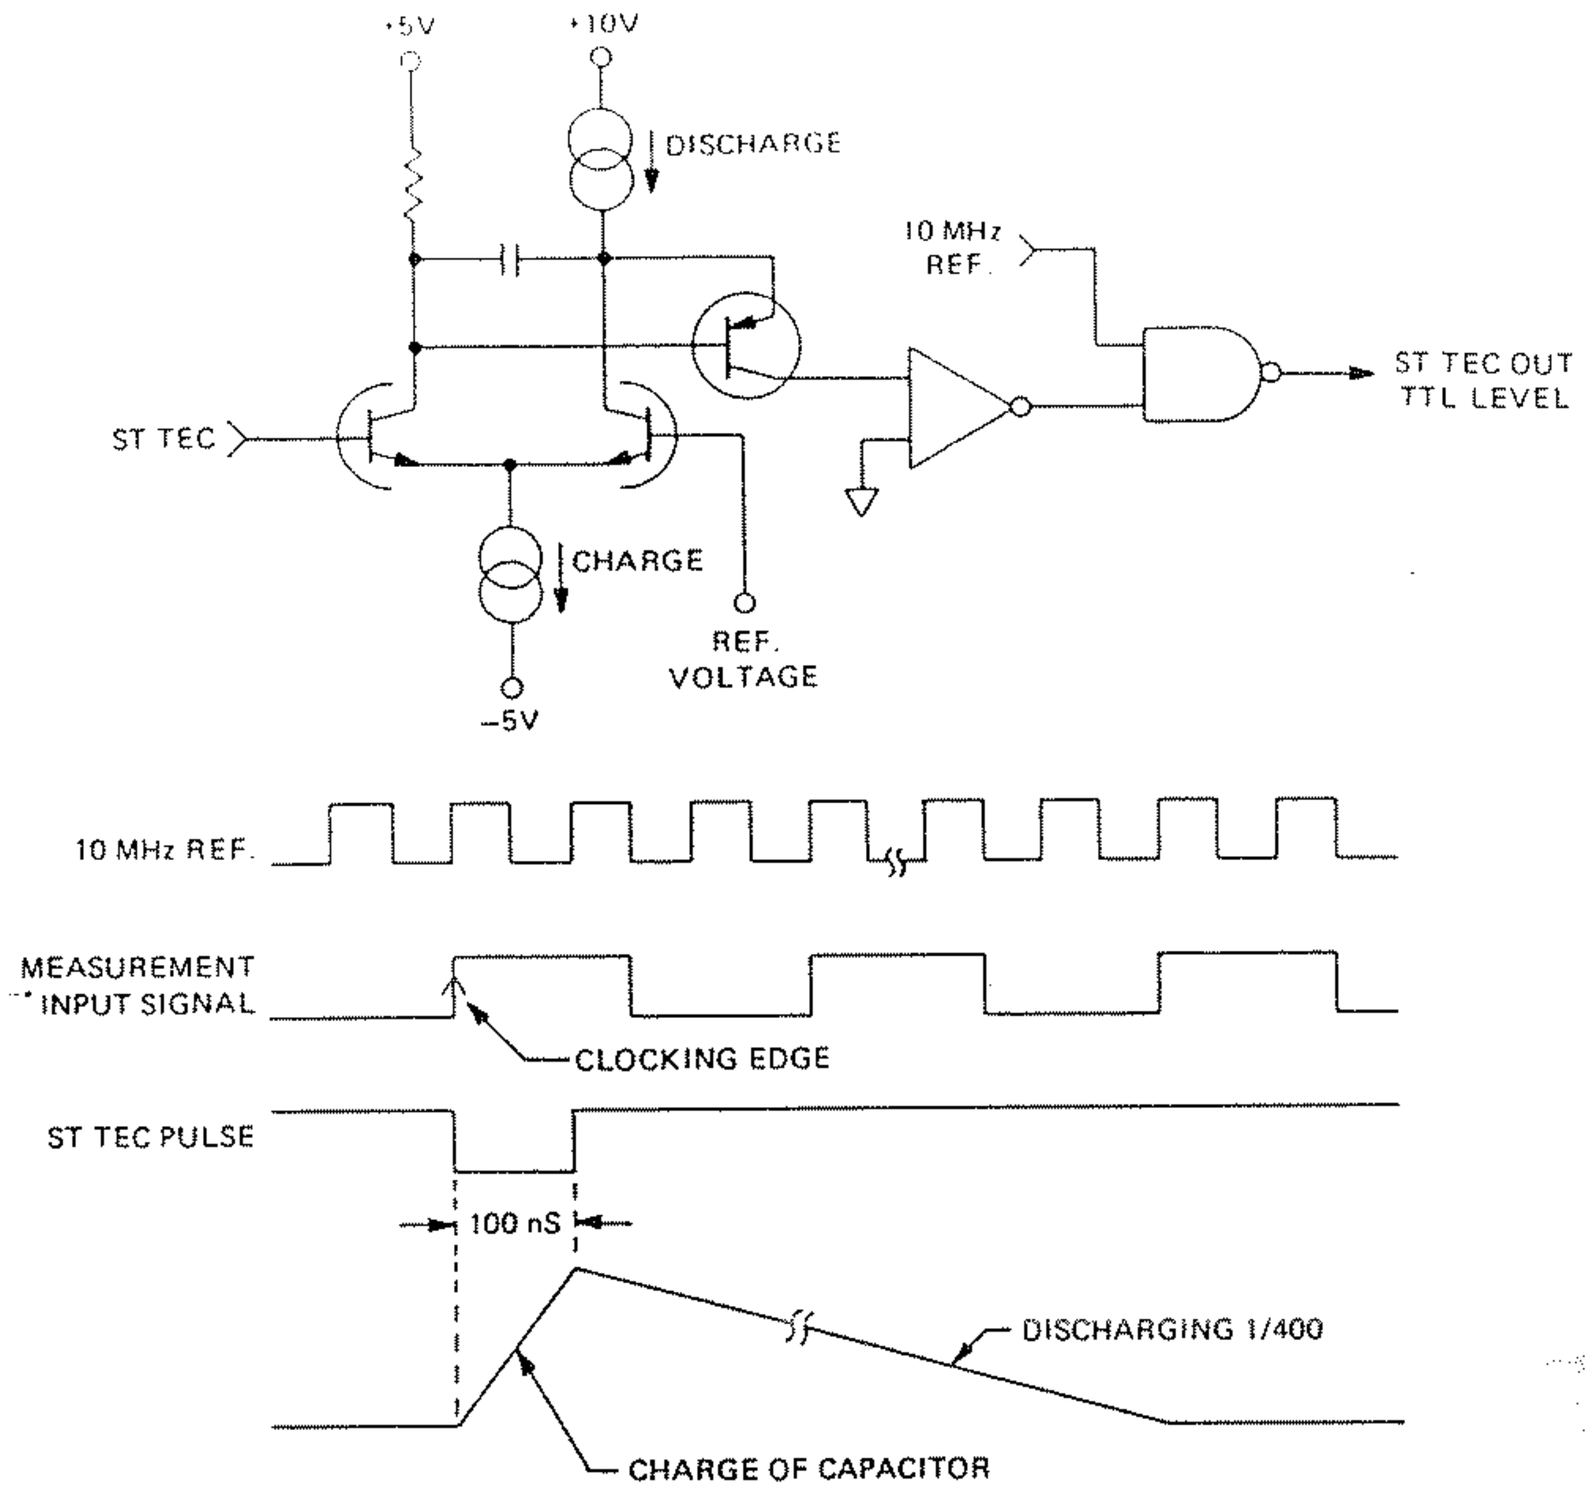

Figure 5.11 - Simplified Diagram of the TEC Interpolator
5.3.4.4.8 The ST TEC and SP TEC signals from U6 to U10 are both ECL low-going pulses. Each lasts from 100 to 200 nanoseconds. This pulse width represents the time difference (an error factor) between the clocking edge of the input signal and the 10 MHz reference signal. Refer to Figure 5.11.
5.3.4.4.9 U10 uses the ST TEC and SP TEC pulses in a dual-slope integration scheme. Using a constant current source, both pulses rapidly charge a capacitor. When the pulses end, the capacitor starts a scaled discharge at about 1/400th of the charge rate. This proportionally expands the TEC error pulse by a factor of 400. This integrated waveshape is then squared and used to gate the 10 MHz reference signal (the ST TEC OUT and SP TEC OUT signals) into U11's TEC register counters. Refer again to Figure 5.11.